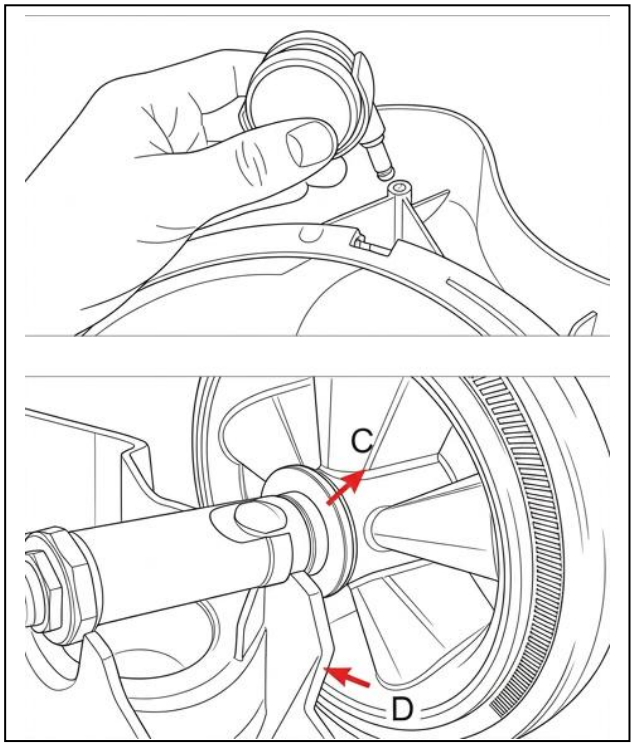

Рис. 3
5. Для сухой уборки установите тканевый фильтр на бак (7), если он предусмотрен комплектацией (рис. 3).
6. Установите штатный картриджный фильтр на посадочное место в моторном блоке (5). Проверьте надёжность крепления (рис. 3).